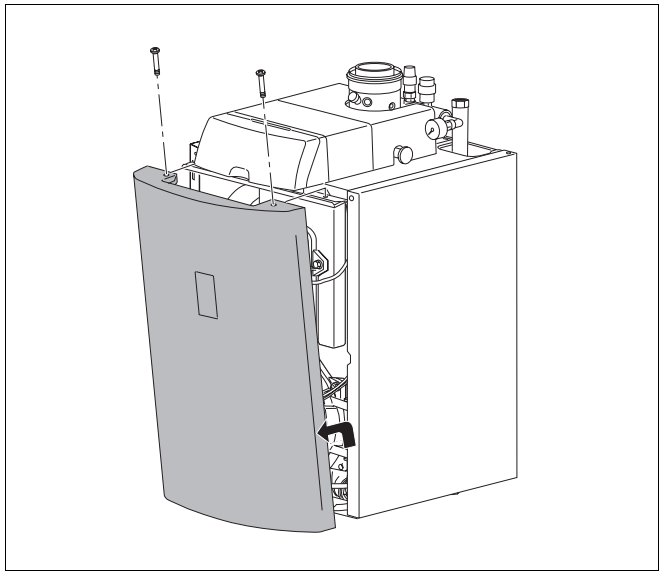

Abb. 20 Kesselvorderwand abnehmen
- Sicherungsschrauben lösen und Kesselvorderwand abnehmen (Abb. 20).